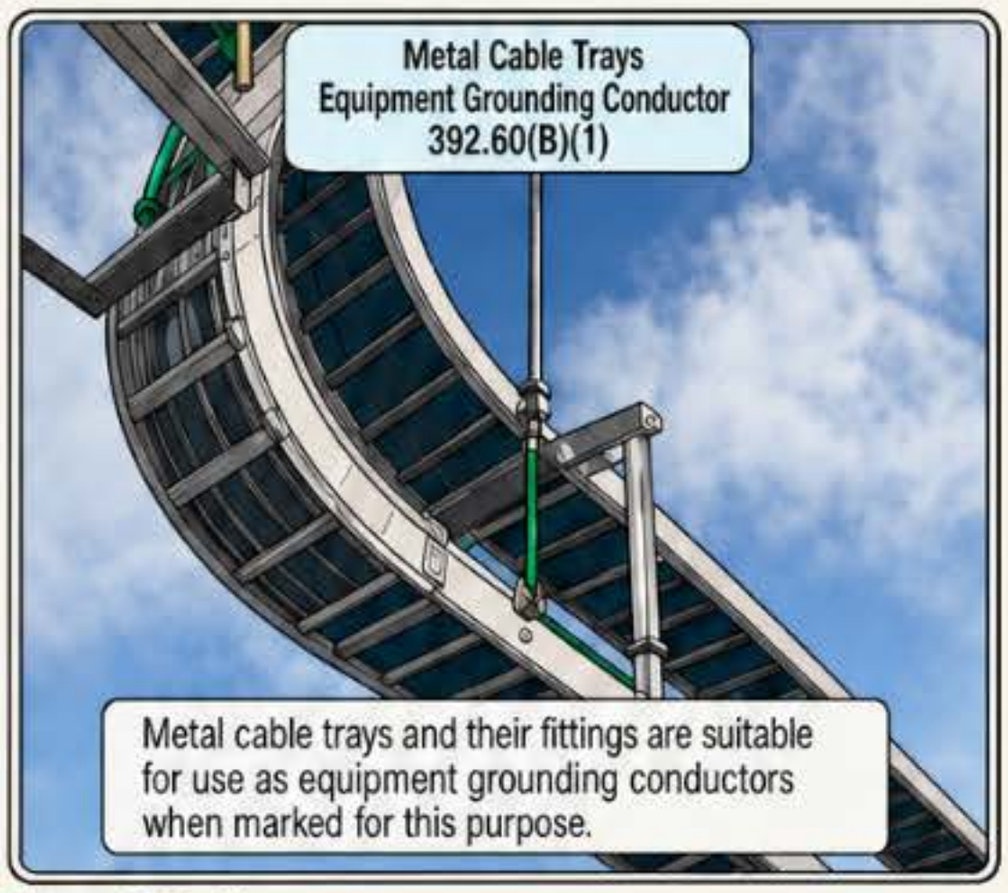

Figure 392-11
(1) Metal cable trays and their fittings are identified as suitable equipment grounding conductors. Figure 392-11